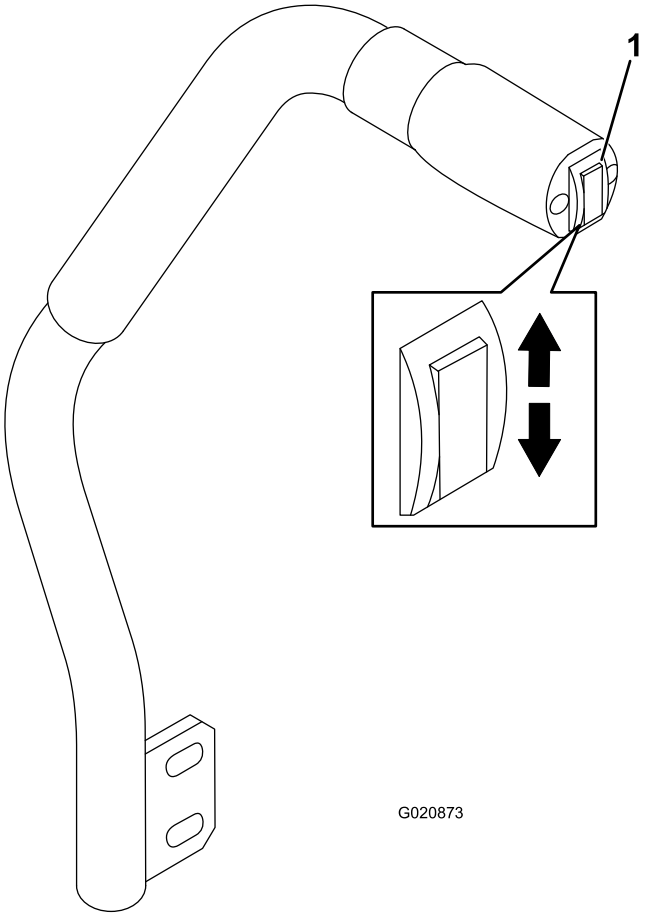

Figur 18
Skjoldets løftekontakt hæver og sænker plæneklipperskjoldet (Figur 18). Motoren skal køre, for at du kan bruge dette greb.
- Tryk skjoldets løftekontakt ned for at sænke plæneklipperskjoldet (Figur 18).
- Tryk skjoldets løftekontakt op for at hæve plæneklipperskjoldet (Figur 18).
1. Mens motoren er i gang, trykkes der op på skjoldets løftekontakt, indtil plæneklipperskjoldet er hævet helt. **Slip kontakten straks derefter** (Figur 18).